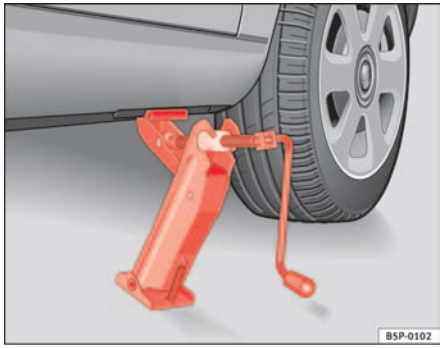

Fig. 173 Fitting the jack
– Align the jack so that the arm of the jack fits around the rib under the door sill and the movable base plate of the jack is flat on the ground ⇒ fig. 173.